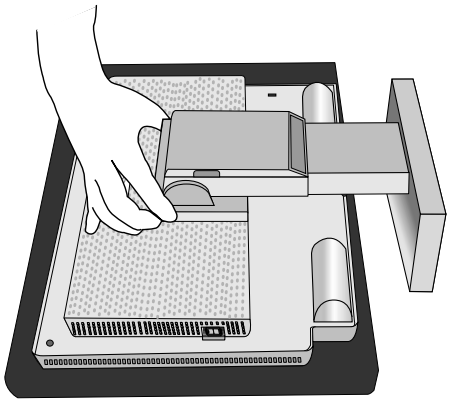
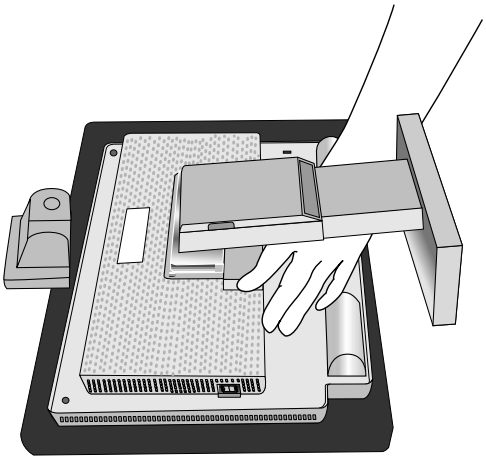

Figura R.1
Figura R.2
4. Rimuovere la copertura della cerniera (**Figura R.1** e **Figura R.2**).